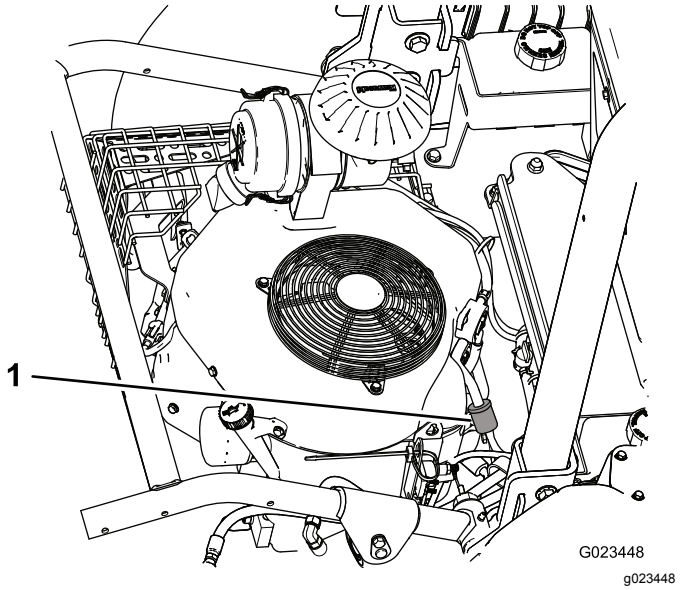
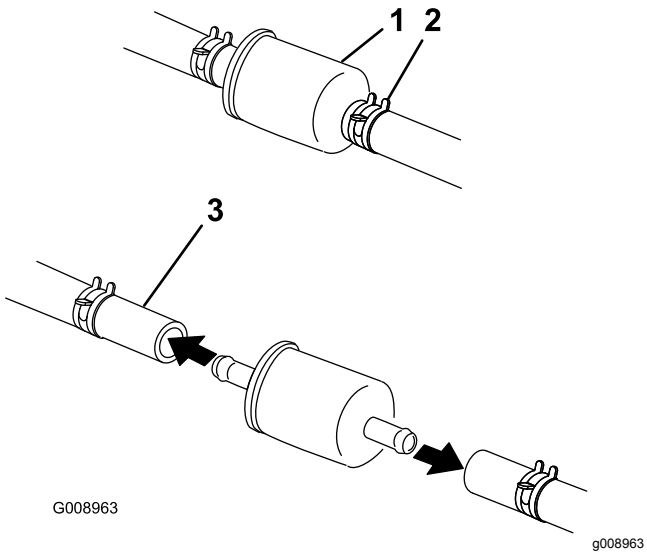

Figur 47
Figur 48
2. Løsn slangeklemmen på karburatorsiden af filteret, og fjern brændstofrøret fra filteret (Figur 47 og Figur 48).